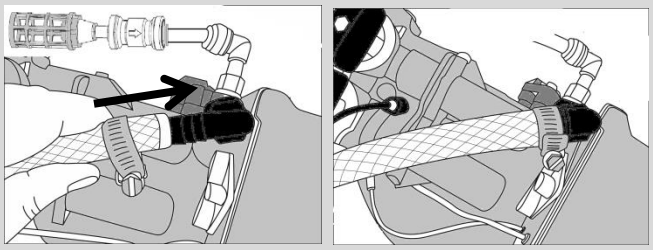

Fig 7
- Now plumb in the ½” flexible plastic drain tubing (included) running from the filter (elbow hose fitting) (**Fig 7).**